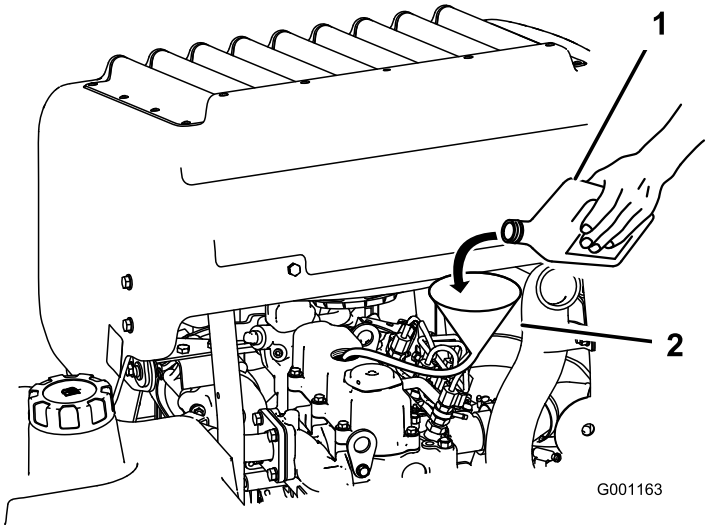

Figur 44
3. Bruk en slange og en trakt når du fyller olje på motoren (Figur 44).